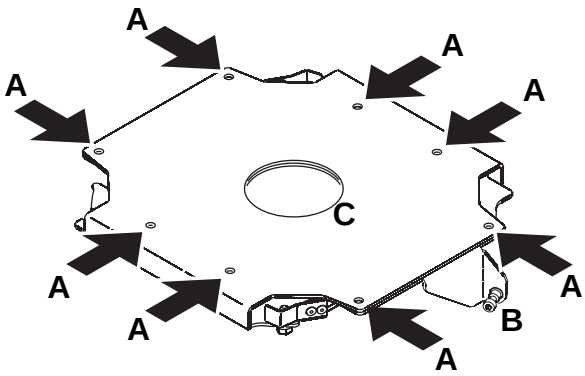

Figure 4: Quick-release bracket mounting points
When mounting a smartMAC in the bracket, turn it fully clockwise and ensure that the bayonet mounting pins are fully engaged in the base of the fixture. Tighten the safety lock screw (B in Figure 4) and double-check that the fixture is secure.
2. See Figure 4. Fasten the bracket securely to the mounting surface using eight fasteners in the 5.5 mm mounting holes **A**. Make sure that the bracket when fastened will hold at least 10 times the weight of the smartMAC.